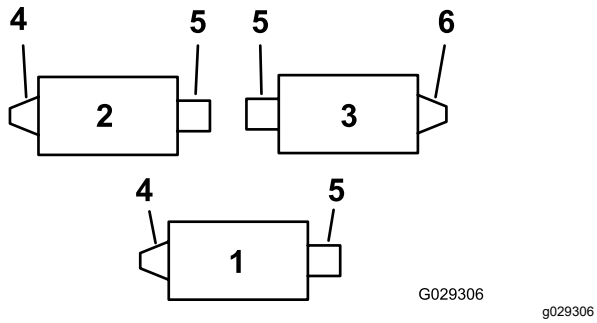
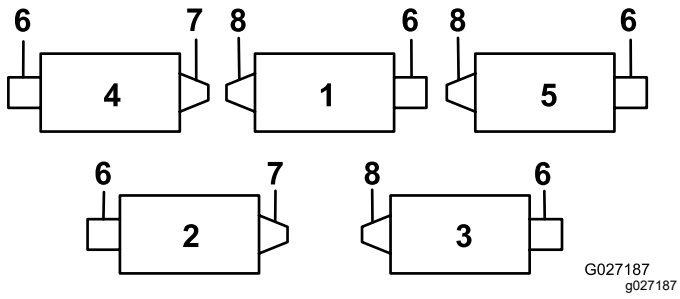
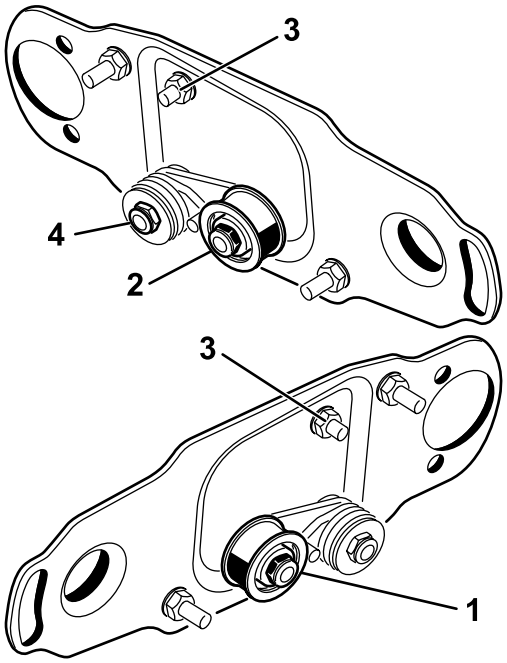

Figur 1
Figur 2
Figur 3
Bruk Figur 1 til å fastsette retningen for valsebørstene og spolemotorene for Reelmaster 3100-D og Figur 2 for Reelmaster 7000-D.
Merk: Høyre drivverk er på Reelmaster 3100 klippeenhet 3 (Figur 1) og Reelmaster 7000 klippeenheter 2 og 4 (Figur 2).
På høyre, bakre børsteaksler (Figur 1 og Figur 2), reverser lederullenheten for montering på **høyre ende** av klippeenheten (Figur 3), som følger:
1. Fjern lederullenheten fra venstre side av klippeenheten, og monter den på det nedre hullet i børsteplaten på høyre side av klippeenheten (Figur 3).
2. Fjern låseskruen og mutteren, og flytt dem til det øvre hullet der lederullenheten satt tidligere (Figur 3).